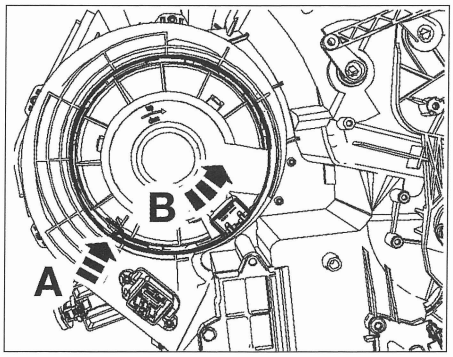

FIG. 9
- los 3 tornillos de fijación de la caja de reparto de aire (1).
- la caja de reparto de aire (1).
• Desbloquear el ventilador en (A) y girar en el sentido (B) **(fig. 9).**